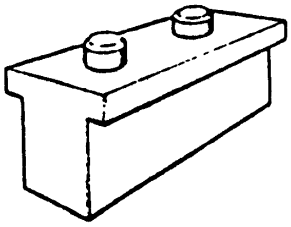
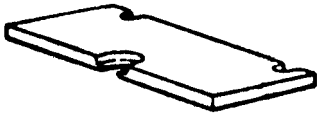

Figure 29. 6798239 Tachometer Drive Idler Gear Holding Fixture
Figure 30. 6796206 Bearing Puller Plate
b. Install tachometer drive idler gear in 6798239 holding fixture (figure 29) and with 6799535 spanner nut wrench, (figure 16) remove the end slotted spanner nut (11, figure 24) and cup washer (12).
c. Remove internal retainer ring (13) between gear and forward bearing.
d. Remove gear and roller bearings from cage (9).
e. Using 6796250 bearing removal support (figure 21) and 6796206 bearing puller plate (figure 30) on an arbor press, remove rear bearing (14, figure 24), bearing spacer (18), outer ring bearing spacer (15), and front bearing (16) from tachometer drive idler gear.
g. Using 6796250 bearing removal support and 6796206 puller plate (figure 30) on an arbor press, remove the bearings (53), bearing outer ring spacer (54), inner ring bearing spacer (55) from tachometer drive shafts.